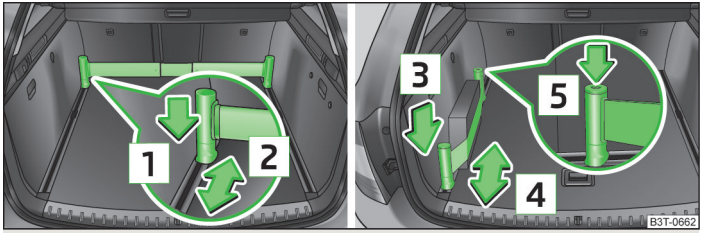

Fig. 99 **Telescopic pole and tensioning strap**
› Press the top part of the holder in the direction of the arrow 1 » Fig. 99 and simultaneously push in the desired position in the direction of the arrow 2.
› Press the holder in the direction of the arrow 3 » Fig. 99 and simultaneously push in the desired position in the direction of the arrow 4.
- The tensioning strap can also be fully reeled up by pressing the button 5 » Fig. 99.